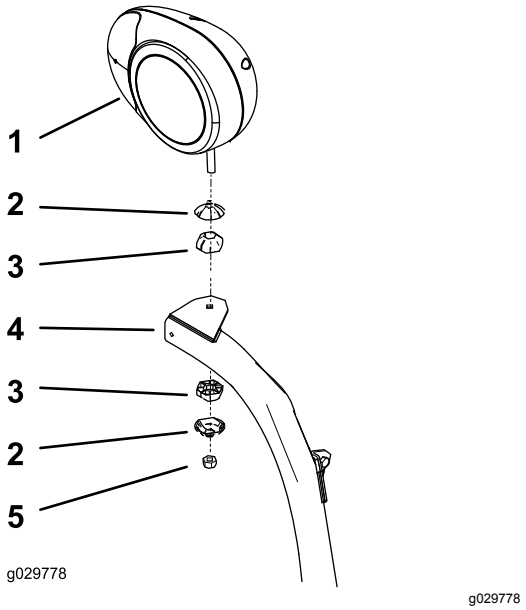

図 7
2. 左右のヘッドライトを、ヘッドライトブラケット図 7に取り付けるライトに付属している固定具を使用する。
4. 左右のヘッドライトアセンブリを、ヘッドライトブラケット図 7に取り付けるキットに付属している固定具を使用する。